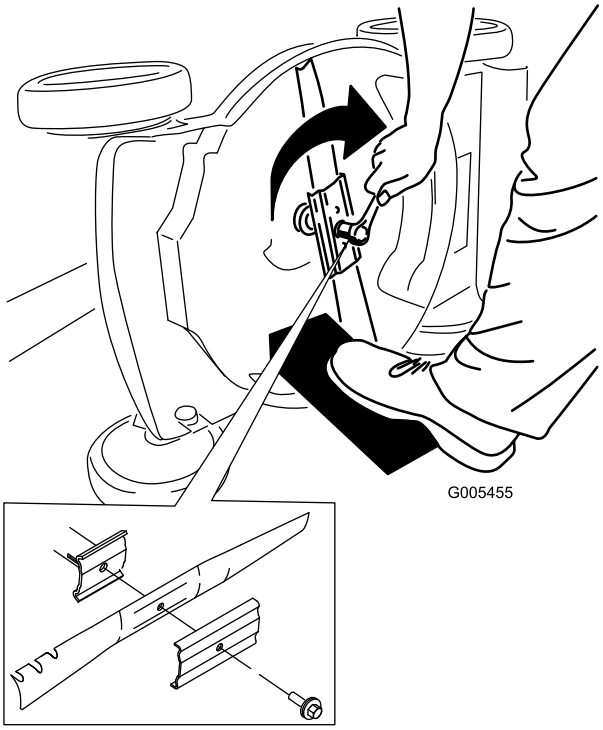

Bild 35
5. Setzen Sie das neue Messer und alle Schrauben auf (Bild 35).